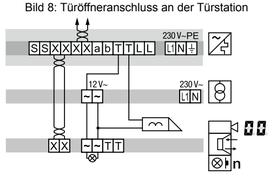

Bild 9: Anschluss der Türstation Video mit manipulationsgeschütztem Türöffner
- Bei manipulationsgeschützter Installation den Türöffner an den Kontakt ⊂⊃ **der Strangversorgung** anschließen (Bild 9).